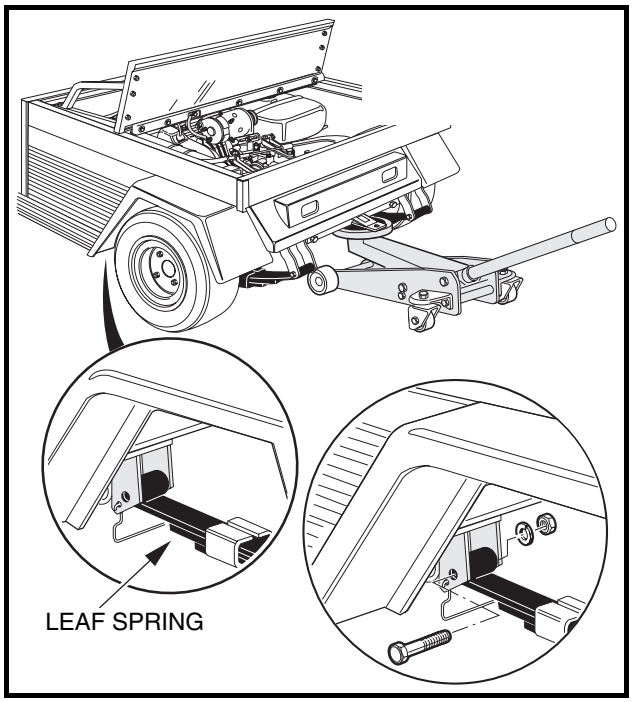

Figure 16-40 Leaf Springs
14. Position the floor jack under the rear frame crossmember and raise the jack high enough to support the vehicle **(Figure 16-40, Page 16-17)**. Make sure the vehicle is stable on the jack, then remove the jack stands.
15. After the jack stands are removed, lower the vehicle to approximately its normal height. Position the leaf springs in the front spring mounts and install the bolts and lock nuts. Tighten to 15 ft-lb (20.3 N·m) **(Figure 16-40, Page 16-17)**.